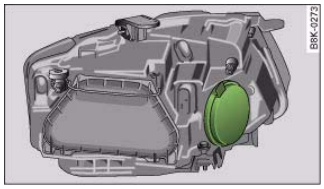

Fig. 260 Headlight unit: Rubber cap is highlighted
– Take off the rubber cap ⇒ fig. 260 ⇒ ⚠ in "Changing bulbs" on *page 276*.